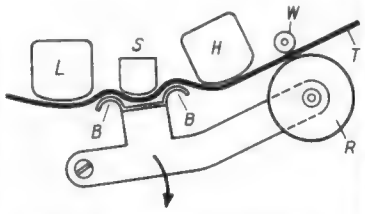

Bild 4. Arbeitsweise von Andruckrolle und Bandanlegebügel
Das „satte" Anliegen des Bandes an den Köpfen wird nicht durch Andruckfilze bewirkt, sondern durch einen Bügel B *(Bild 4)*. Sobald die Andruckrolle R an die Motorwelle W geschwenkt wird und das Tonband T mitnimmt, drängen die beiden Rundungen von B das Band nach hinten. Es liegt dann fest am Löschkopf L, sowie am Sprech (S)- und Wiedergabekopf H an. Diesem Verfahren sagt man eine bessere Kopfschonung